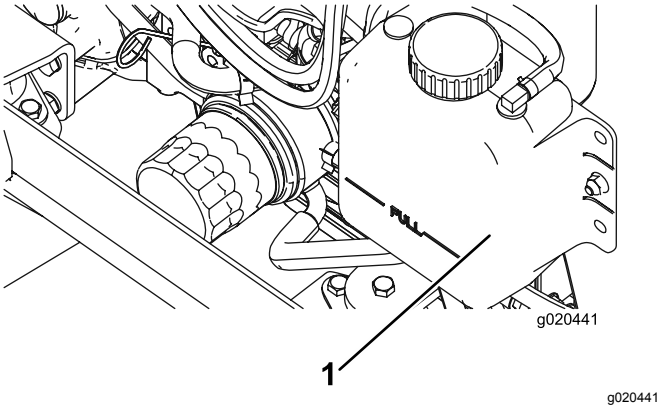

Figur 92
1. Ta av kylarlocket locket till expansionstanken försiktigt (Figur 92).